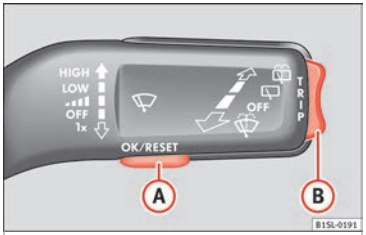

Fig. 33 Windscreen wiper lever: control buttons.
- If a message or vehicle symbol is displayed, press OK/RESET (›› **Fig. 33** (A)).
- Press the top or bottom part of the rocker switch ›› **Fig. 33** (B) until the desired option appears.